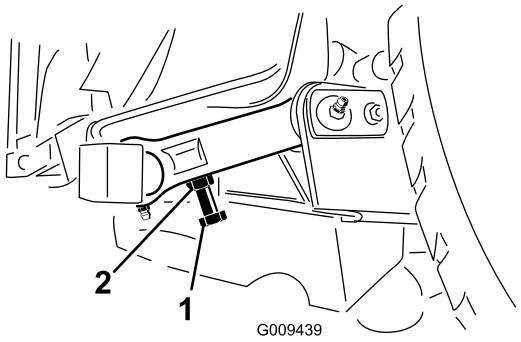

Figuur 26
3. Om de afstand in te stellen, gaat u naar de afstelbout op de achterste scharnierverbinding van het maaidek (Figuur 26). Draai de contramoer op de afstelbout los. Zet de afstelbout losser of vaster totdat de afstand 10 - 16 mm bedraagt en draai daarna de contramoer weer vast.